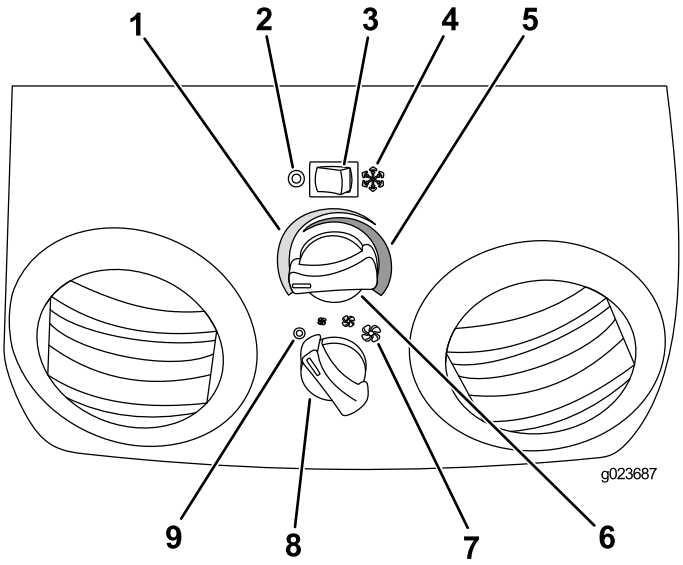

Figure 96
1. Push the air-conditioning switch to the right to turn the air conditioning to the On position (Figure 96).
3. Turn the temperature knob to the left until you reach the desired temperature (Figure 96).
4. Turn the fan-speed know to either low, medium, or high (Figure 96).
1. Push the air-conditioning switch to the left to turn the air conditioning to the Off position (Figure 96).
3. Turn the temperature knob to the right until you reach the desired temperature (Figure 96).